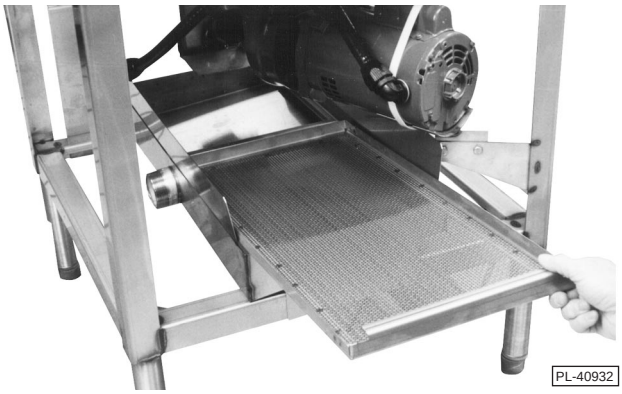

**Fig. 18**
5. Replace any components that were removed for cleaning. Make sure drain pan strainer is replaced with the strainer screen down and the handles at the front and back facing up (Fig. 18).